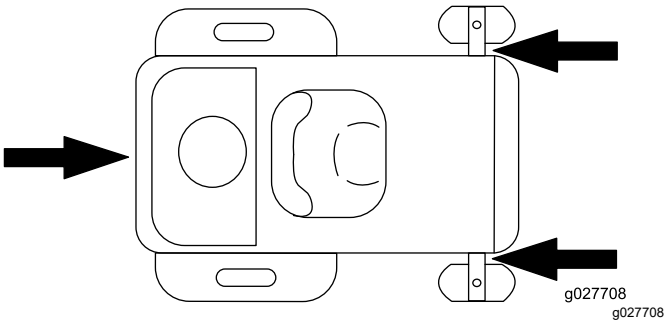

Figur 41
6. Bind fast maskinen nära de främre svänghjulen och den bakre ramen med remmar, kedjor, kablar eller rep (Figur 41). Kontrollera vilka lokala bestämmelser som gäller för transport på släp.